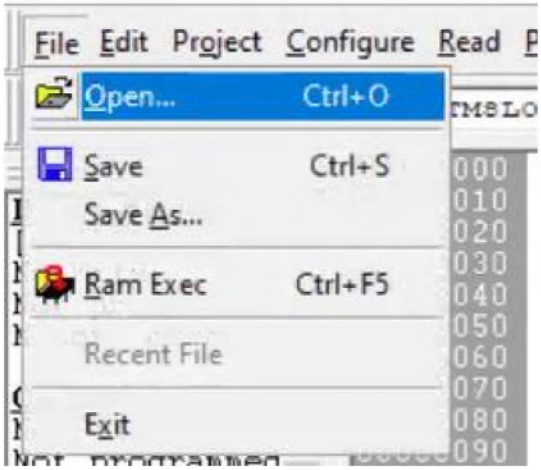

Рисунок 61
5.3.11 На верхней панели нажать кнопку File–>Open (Рисунок 61).